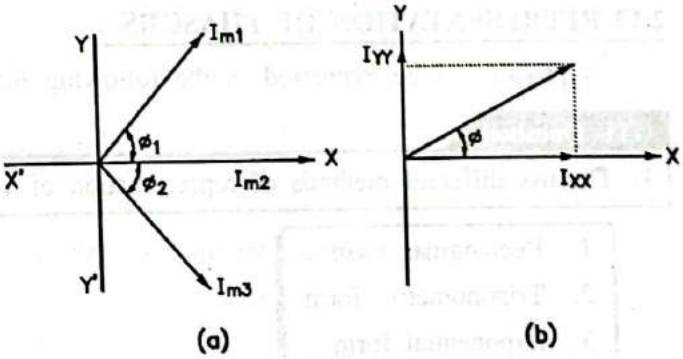

FIG. 2.20
- Consider three alternating currents $i_1$, $i_2$, $i_3$ in three branches of a circuit as shown in Fig. 2.20 (a). Let they may be written by
- The maximum value of three current $I_{m1}$, $I_{m2}$ and $I_{m3}$ are given by the phasors as shown in Fig. 2.20(a).
- If $\phi$ is the phase difference (leadings) between resultant current and horizontal axis which is shown in Fig. 2.20(b).